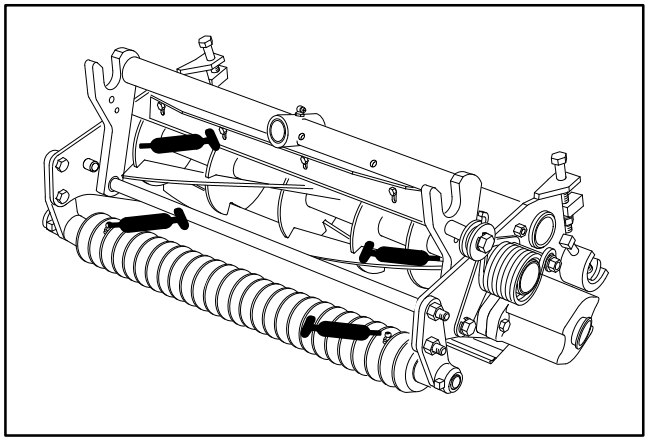

Figure 8
There are six (6) grease fittings on each cutting unit (Fig. 8), which must be lubricated using a No. 2 multi−purpose lithium base grease. A hand operated grease gun is recommended for best results.